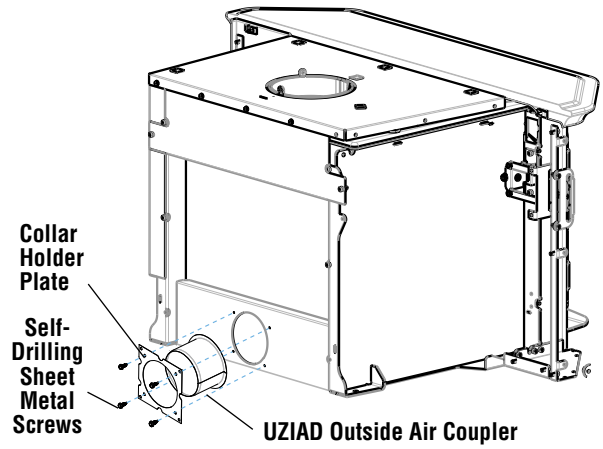

Figure 11a
Collar with Collar Holder: Center the 4" dia. collar on the air intake opening and then secure with the collar holder, using the four (4) 5/8" Tek Screws provided, lining the plate up with the capture holes on the unit. In some instances the capture holes may be absent; the tek screws should then be used to start the holes directly *(**Figure 11a**)*.